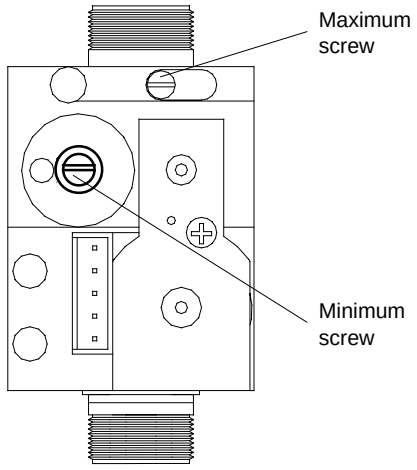

Fig. 30
- Using a suitable screwdriver, very slowly turn the minimum adjustment screw (fig. 30) – clockwise to increase, counter clockwise to decrease – until the correct value is displayed on the CO_2 analyser (allow time for the analyser to stabilise).
- Using a suitable screwdriver, very slowly turn the maximum adjustment screw (fig. 30) – clockwise to increase, counter clockwise to decrease – until the correct value is displayed on the CO_2 analyser (allow time for the analyser to stabilise).